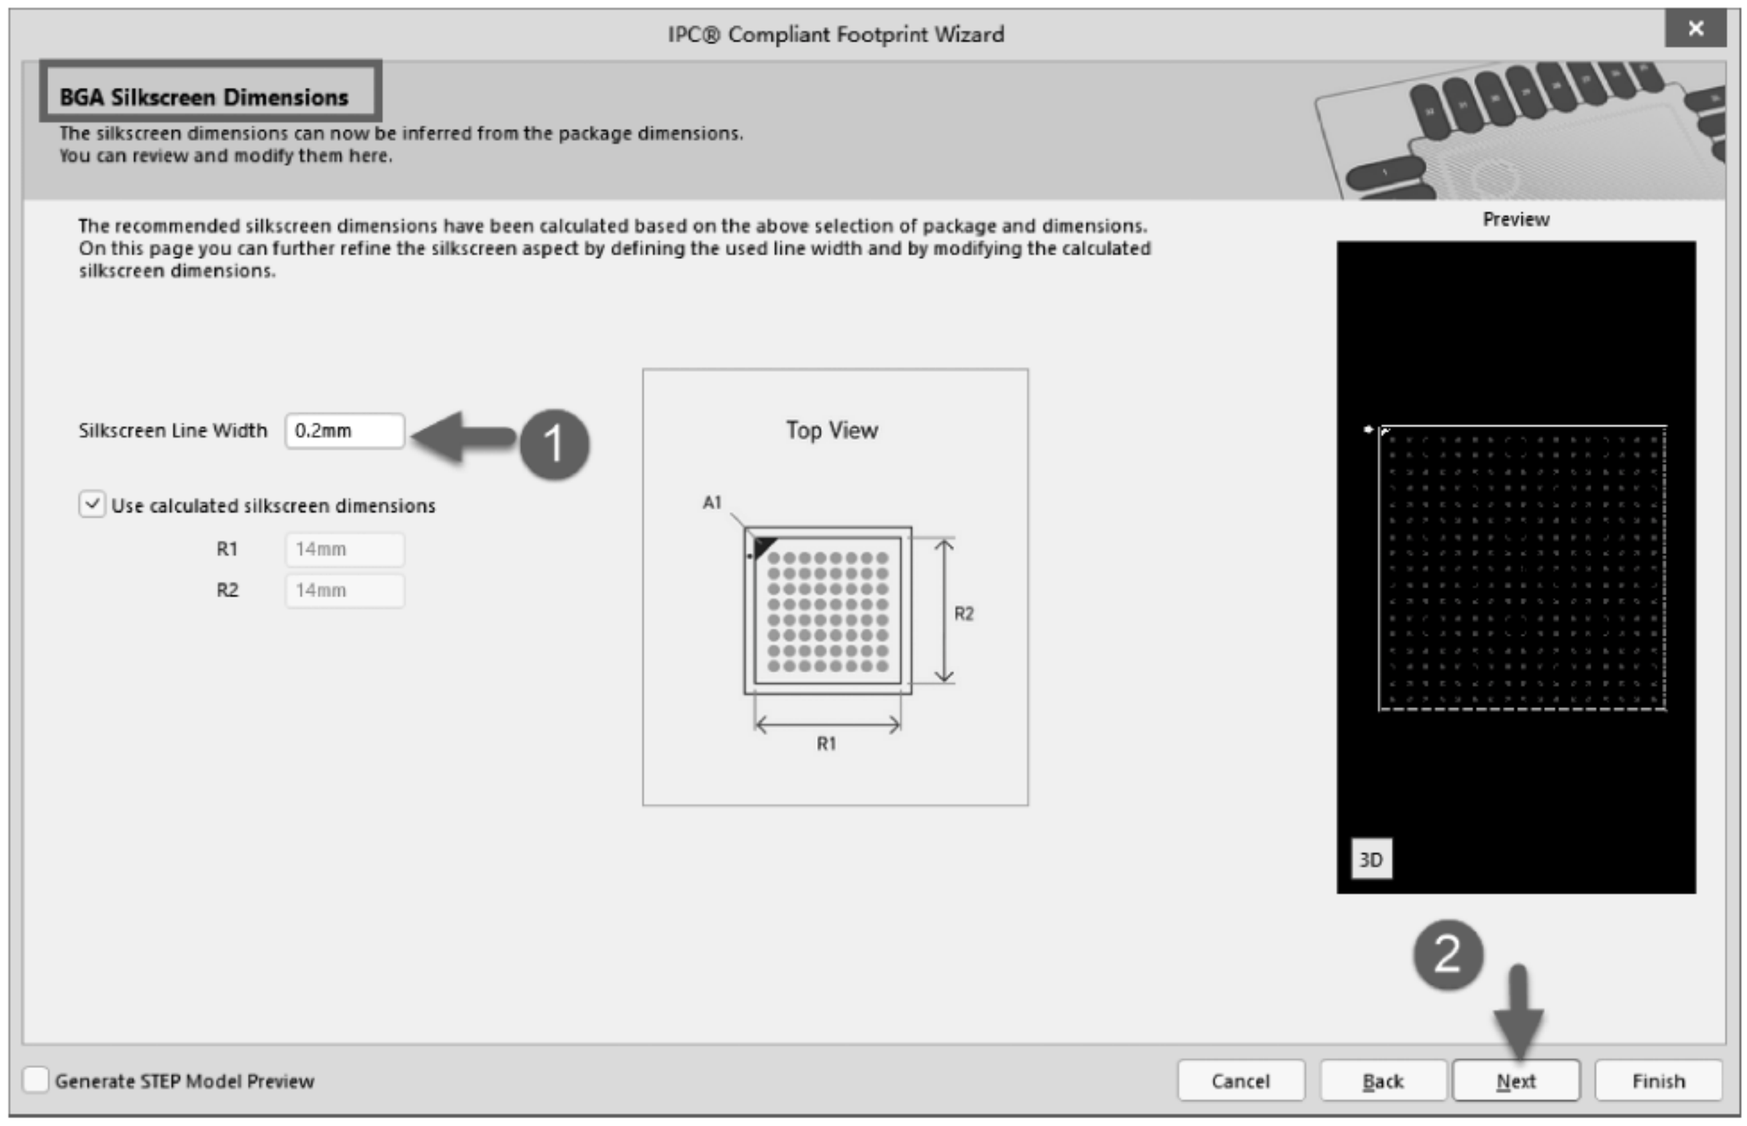

图 1-114　丝印线宽设置
(4) 在 BGA Package Layout Options 和 BGA Pads Diameter 设置对话框中一直单击 Next 按钮，保持系统默认值，到 BGA Silkscreen Dimensions 丝印设置对话框时，将丝印线宽设置为 0.2mm(通常设置为 0.2mm 或 5mil)，之后继续单击 Next 按钮，如图 1-114 所示。